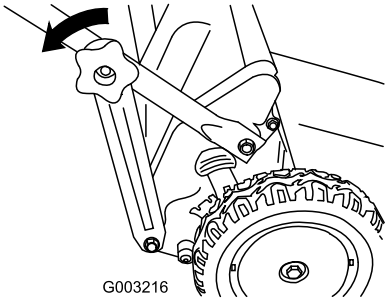

Figur 42
1. Fjern de nedre håndtagsknapper, og løsn de nedre håndtagsbeslag på den nedre ende af håndtagets to sider (Figur 42).